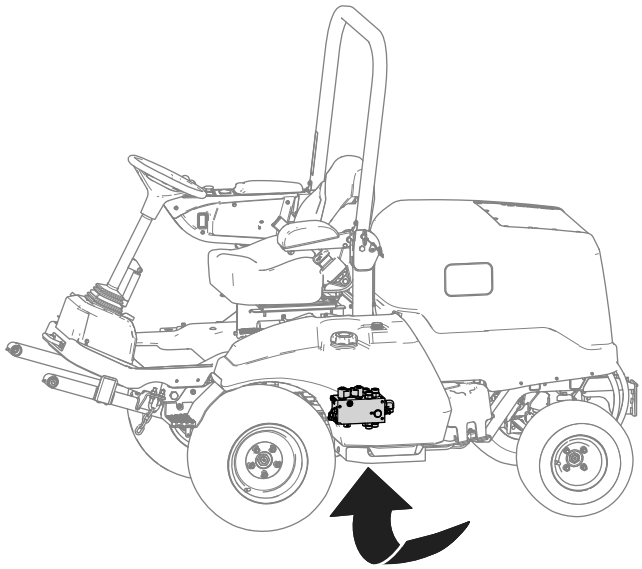

**Figura 20**
3. Individuate il collettore di sollevamento sotto la macchina (Figura 20).